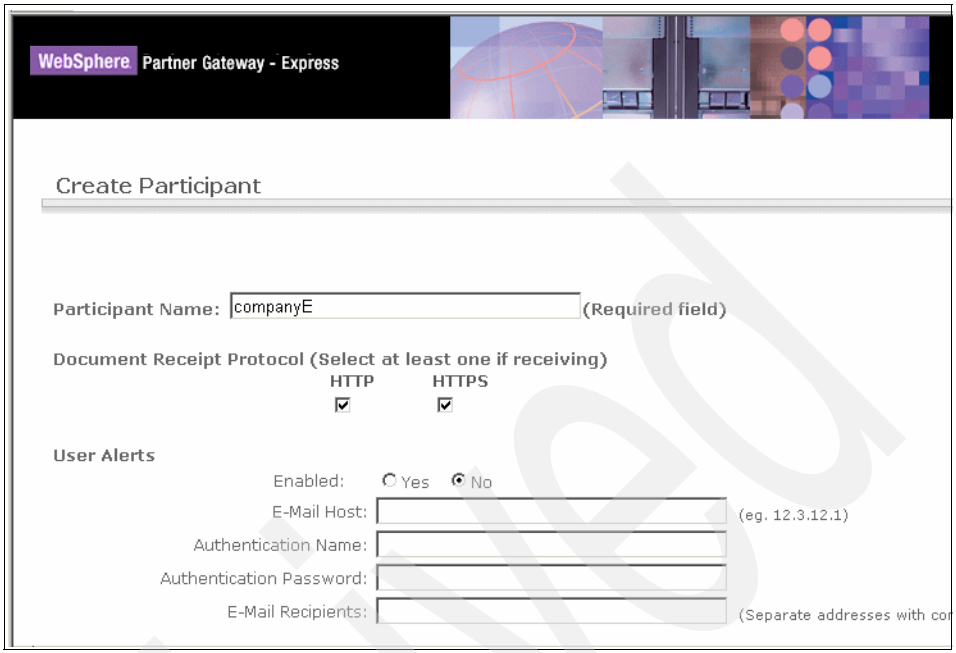
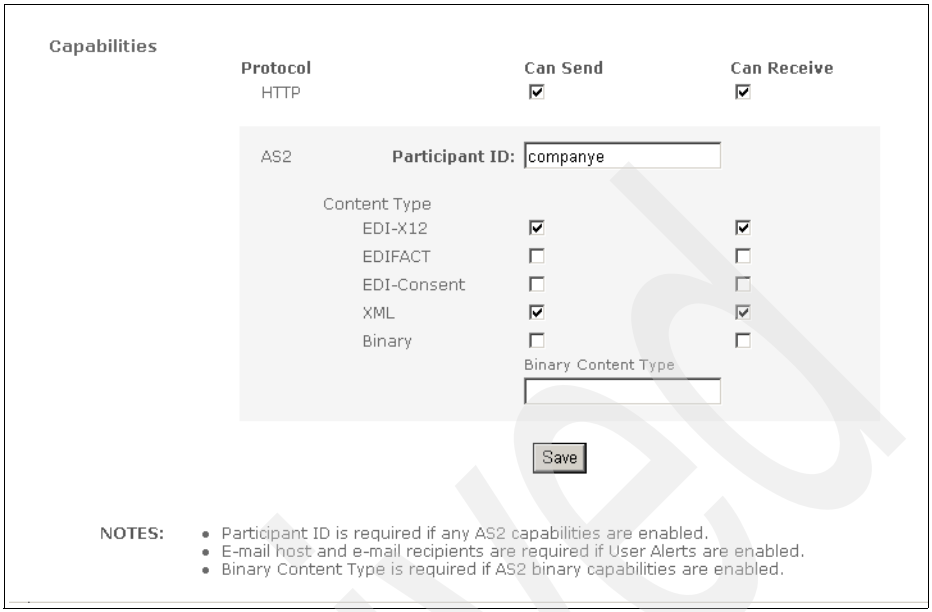

Figure 9-11 Create Participant (Part 1 of 2)
Figure 9-12 Create Participant (Part 2 of 2)
See Figure 9-11 on page 273.
d. Scroll further down to the section labeled Capabilities (as shown in Figure 9-12 on page 274). Here, you indicate the kind of documents that can be received.
When the information entered in Figure 9-11 on page 273 and Figure 9-12 is stored, the normal interface of WebSphere Partner Gateway Express becomes available. First, in the Manage Participants window, shown in, you see that the configuration work is not yet finished. We complete this in Chapter 10, “Extending the B2B exchange” on page 277.